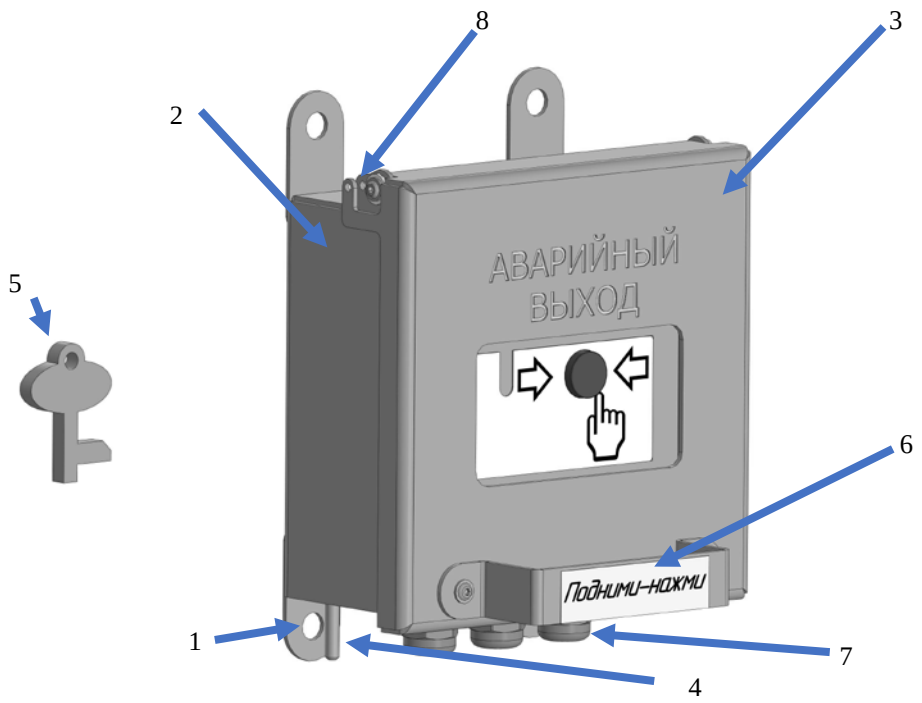

Рисунок 1 – Внешний вид УДП
- открыть вверх защитную крышку, рис. 1;
- в отверстие корпуса УДП (снизу) вставить специальный ключ, при этом кнопка вернется в исходное состояние, УДП перейдет в режим «Дежурный», рис. 1.